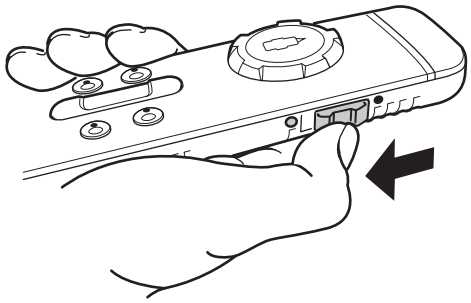

Fig. 32
- ► Push the slide switch on the side downwards to switch off the remote control (Fig. 32). The green LED goes out.